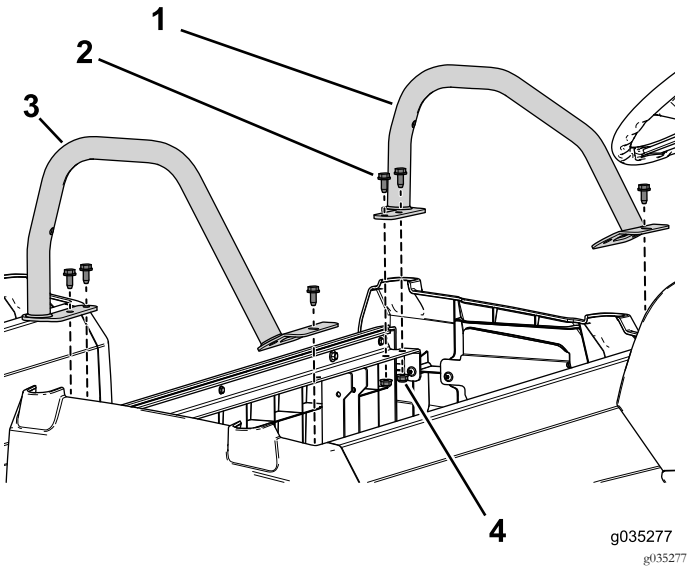

Figura 51
3. Utilizzate i 6 bulloni flangiati (3/16" x ¾") e i dadi flangiati per fissare le protezioni laterali sinistra e destra sulla base del sedile anteriore (Figura 51).